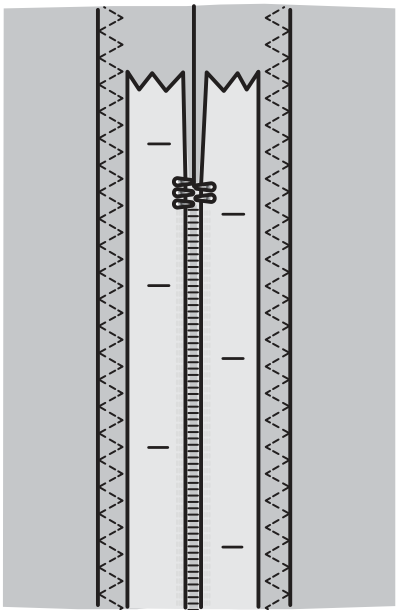

Abb. 1
2. Die restliche Naht, d. h. die Naht für den Reißverschluss, heften. Nahtzugaben nach außen bügeln. Den Reißverschluss mit der rechten Seite auf die linke Seite der Nahtzugabe legen, das Reißverschlussende dabei an der Reißverschlussöffnung des Stoffs anlegen. Die rechte Seite des Reißverschlusses mit Nadeln feststecken (s. Abb. 1).